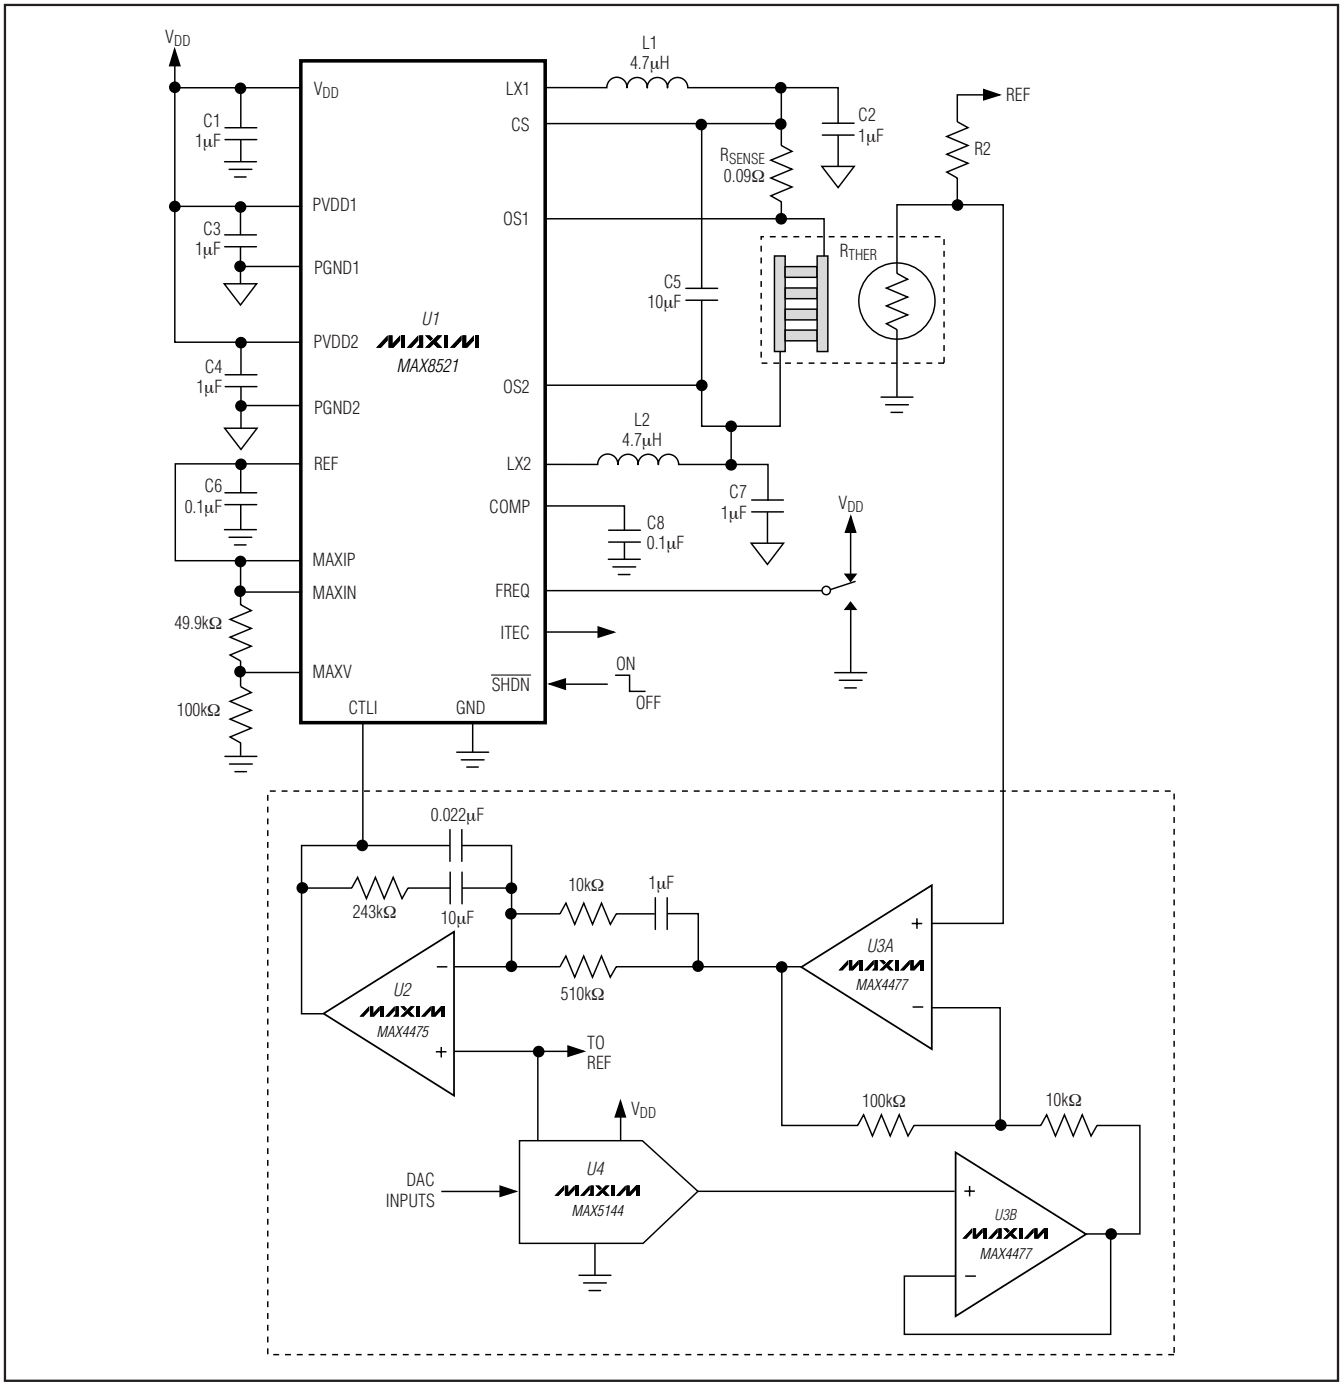

Figure 1. MAX8521 Typical Application Circuit
(V_{DD} = 5V, circuit of Figure 1, T_A = +25°C unless otherwise noted.)
The MAX8520/MAX8521 TEC drivers consist of two switching buck regulators that operate together to directly control the TEC current. This configuration creates a differential voltage across the TEC, allowing bi-directional TEC current for controlled cooling and heating. Controlled cooling and heating allow accurate TEC temperature control to within 0.01°C. The voltage at CTLI directly sets the TEC current. An external thermal-control loop is typically used to drive CTLI. Figures 1 and 2 show examples of the thermal-control-loop circuit.
Table 1. TEC Connection for Figure 1
The MAX8520/MAX8521 include an on-chip voltage reference. The 1.50V reference is accurate to 1% over temperature. Bypass REF with 0.1µF to GND. REF can be used to bias an external thermistor for temperature sensing as shown in Figures 1 and 2.
The common-mode filter capacitors (C2 and C7 of Figure 1) are used as filter capacitors to ground for each output. The output ripple voltage depends on the capacitance, the ESR of these capacitors, and the inductor ripple current. Ceramic capacitors are recommended for their low ESR and impedance at high frequency.
The differential-mode filter capacitor (C5 in Figure 1) is used to bypass differential ripple current through the TEC as the result of unequal duty cycle of each output. This happens when the TEC current is not at zero. As TEC current increases from zero, both outputs move away from the 50% duty-cycle point complementarily. The common-mode ripple decreases, but the differential ripple does not cancel perfectly, and there will be a resulting differential ripple. The maximum value happens when one output is at 75% duty cycle and the other is at 25% duty cycle. At this operating point, the differential ripple is equal to 1/2 of the maximum common-mode ripple. The TEC ripple current determines the TEC performance, because the maximum temperature differential that can be created between the terminals of the TEC depends on the ratio of ripple current and DC current. The lower the ripple current, the closer to the ideal maximum. The differential-mode capacitor provides a low-impedance path for the ripple current to flow, so that the TEC ripple current is greatly reduced. The TEC ripple current then can be calculated as follows:
There are numerous ways to implement the thermal loop. Figures 1 and 2 show designs that employ precision op amps, along with a DAC or potentiometer to set the control temperature. The loop can also be implemented digitally, using a precision A/D to read the thermistor or other temperature sensor, a microcontroller to implement the control algorithm, and a DAC (or filtered-PWM signal) to send the appropriate signal to the MAX8520/MAX8521 CTLI input. Regardless of the form taken by the thermal-control circuitry, all designs are similar in that they read temperature, compare it to a set-point signal, and then send an error-correcting signal to the MAX8520/MAX8521 that moves the temperature in the appropriate direction.
6) To ensure high DC-loop gain and minimum loop error, keep the board layout adjacent to the negative input pin of the integrator (U2 in Figure1) clean and free of moisture. Any contamination or leakage current into this node can act to lower the DC gain of the integrator which can degrade the accuracy of the thermal loop. If space is available, it can also be helpful to surround the negative input node of the integrator with a grounded guard ring.